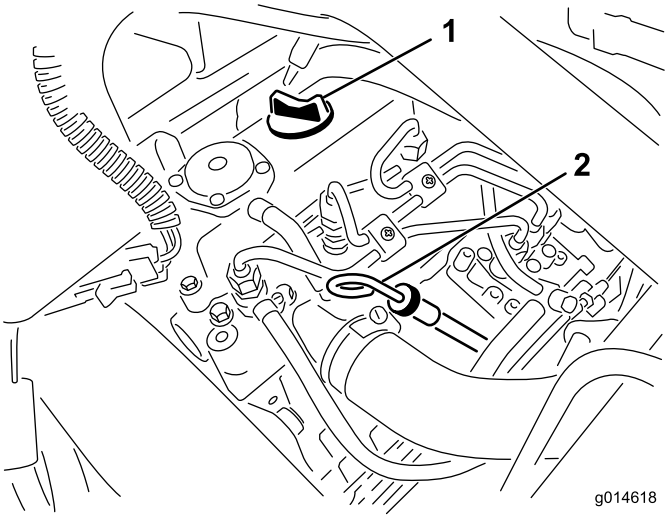

Figur 28
2. Fjern målepinden, og aftør den med en ren klud (Figur 28). Sæt målepinden ned i målepindsrøret, og sørg for, at den sidder helt i bund. Tag målepinden ud af røret igen, og kontroller oliestanden. Hvis oliestanden er lav, skal du fjerne påfyldningsdækslet fra ventildækslet og **langsomt** påfylde så meget olie, at oliestanden stiger til Full-mærket på målepinden. Hæld langsomt olie på, og kontroller niveauet ofte under denne proces. **Fyld ikke for meget på.**